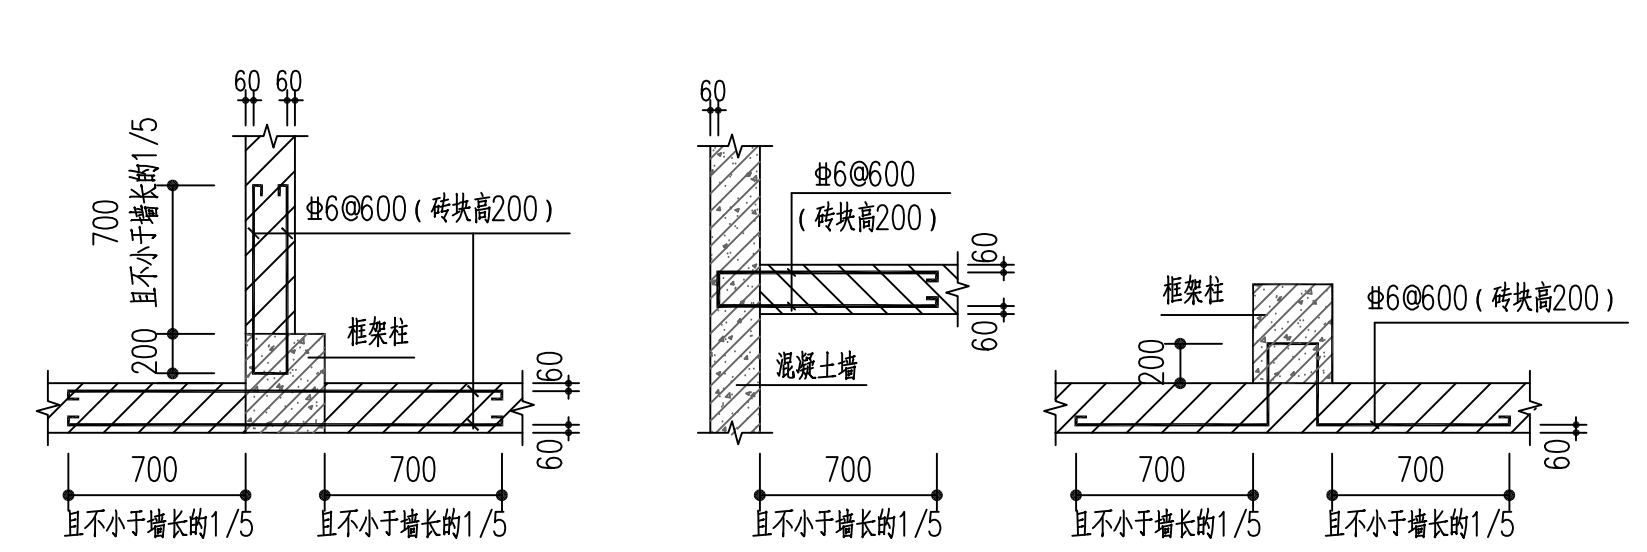
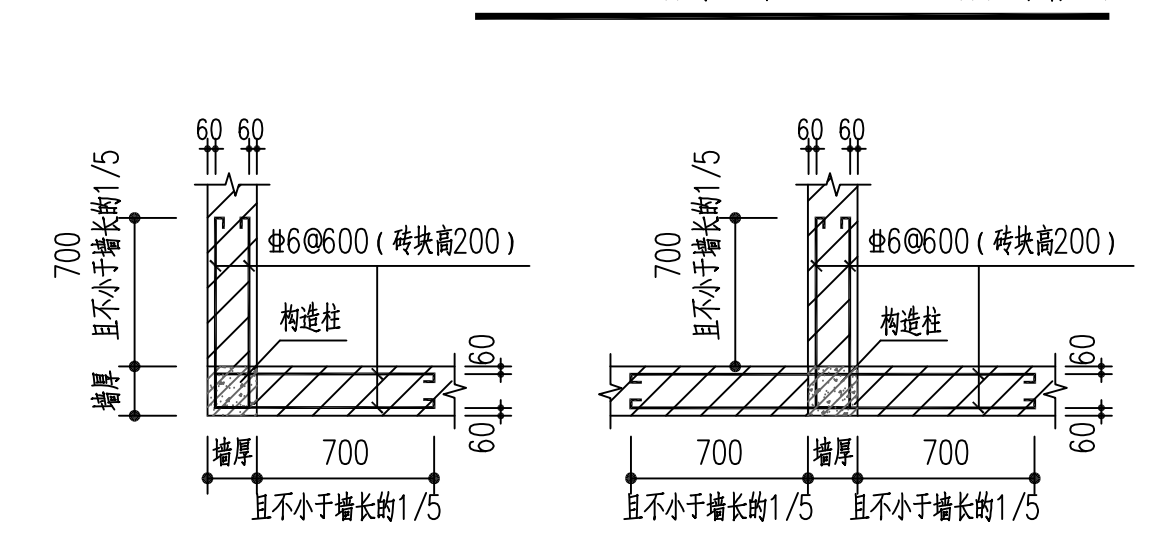
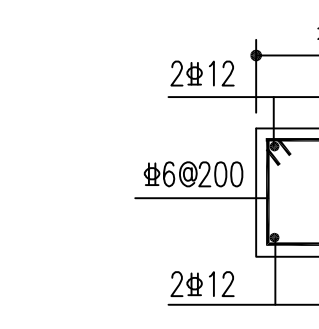

图11a. 隔墙与框架柱或混凝土墙拉结做法
图11b. 隔墙与构造柱拉结做法
图12a. 墙体水平系梁
5.4.2 填充墙应沿框架柱(或剪力墙)全高每隔600mm设2Φ6拉筋,拉筋伸入墙内的长度:6、7度时宜沿墙全长贯通,8、9度时应沿墙全长贯通;无侧向约束的墙长大于5m时应在中部设置钢筋混凝土构造柱,构造柱间距不大于5m;单片墙一端无约束长度大于1m时,端部应设置钢筋混凝土构造柱;建筑外墙转角处无结构柱(或剪力墙)时也宜设置钢筋混凝土构造柱。填充墙与框架柱或混凝土墙,以及与构造柱的拉结做法详图11a、图11b。墙厚≤120mm或墙高超过4m时,墙体半高处应设置沿墙全长贯通的钢筋混凝土水平系梁(见图12a)。